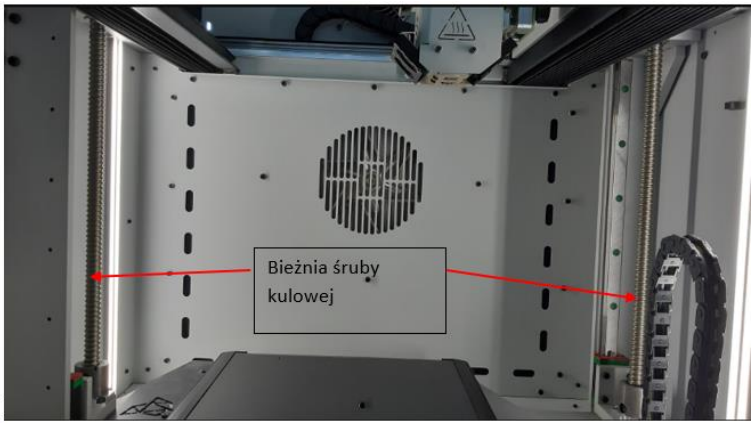

Rys. 29 Smarowanie śrub kulowych SKF
- W przypadku śrub SKF (rys.29): nałóż smar na bieżnię śrub kulowych za pomocą drewnianego patyczka (lub innego nieostrego narzędzia). Smar nakładać w odstępach co 5cm.